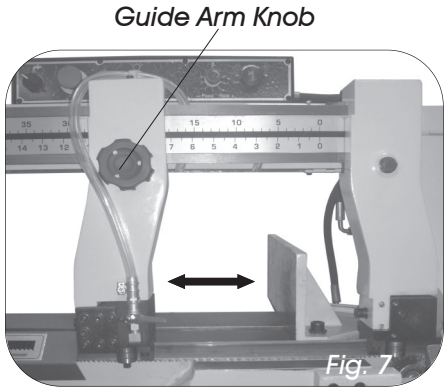

Fig. 7
- Loosen the guide arm knob (Fig. 7).